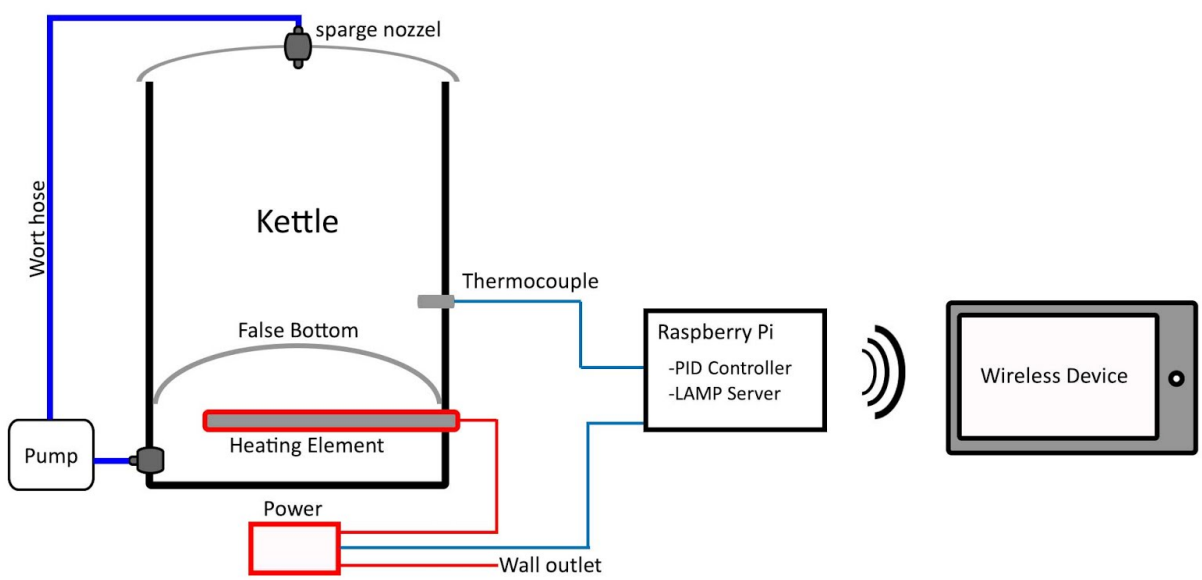
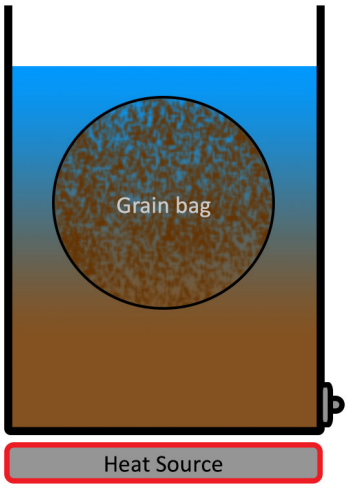
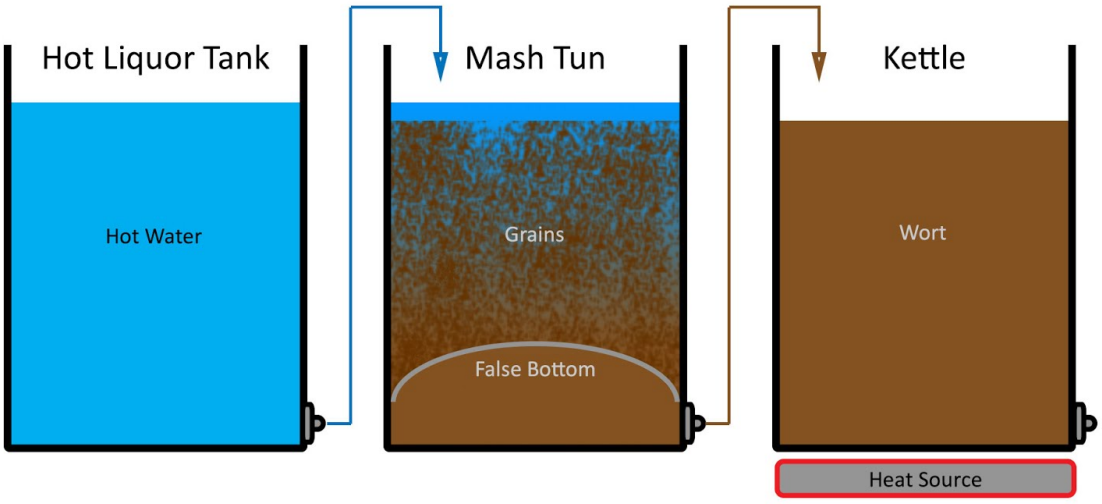

*Figure 1 - Diagram of proposed Small-Scale Electric Brewing System*
*Figure 2 - Diagram of single vessel (aka "Brew-in-a-bag") all-grain brewing system*
*Figure 3 - Diagram of three vessel all-grain brewing system*
This project setup (*Figure 1*) is based on the "brew in a bag" system of all-grain brewing (*Figure 2*) as opposed to the more common three vessel system (*Figure 3*). In the "brew in a bag" system, the hot liquor tank, mash tun, and boil kettle all share the same vessel and grains are contained within a removable mesh bag. While this method is more space efficient and often more cost-effective for the home brewer, it is typically used for smaller volume batches and there is also some expected loss in sugar extraction efficiency from the grains, meaning initial grain volume and mash times must be
*Brew in a bag* - A brewing system wherein the hot liquor tank, mash tun, and boil kettle are the same vessel (see figure 2).